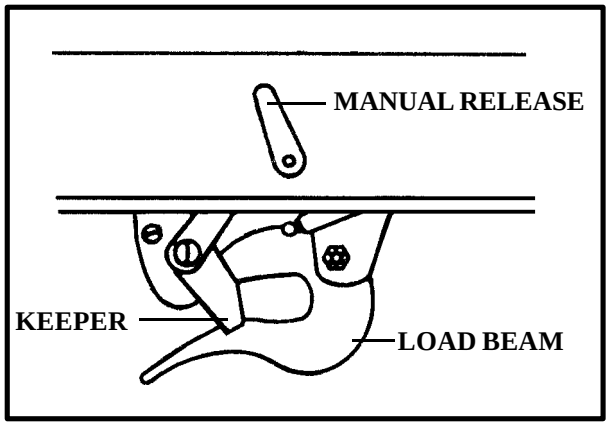
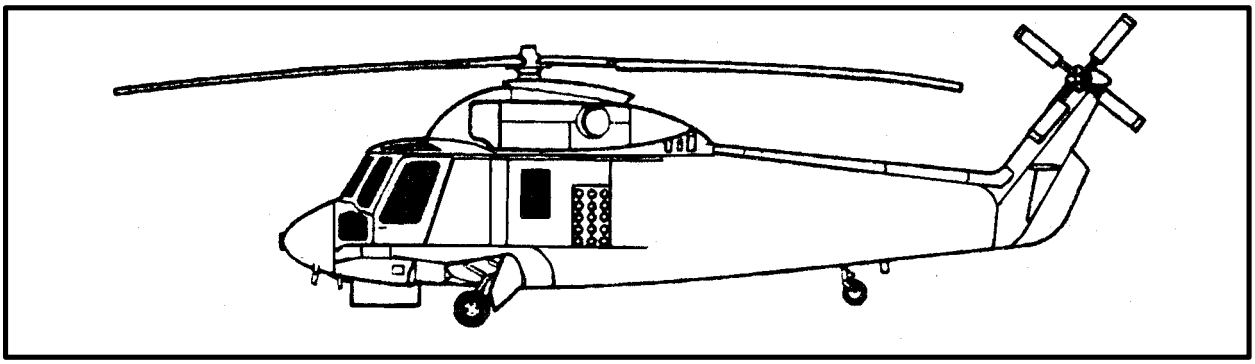

*Figure 2-5. SH-2F Cargo Hook*
*Figure 2-4. SH-2F Sea Sprite*
**b. SH-2F.** The SH-2F Sea Sprite is a twin engine, single main rotor helicopter (Figure 2-4) manufactured by Kaman Aerospace Corporation. The cargo hook maximum capacity is 4,000 pounds and is mounted under the fuselage aft of the main landing gear (Figure 2-5). The cargo hook has a small throat opening between the load beam and keeper. Some sling equipment is too large to fit on the cargo hook. Coordinate with SH-2 unit to make sure your sling equipment will fit on the cargo hook.The cargo hook is normally opened electrically or manually by the aircrew. A manual release lever is located on the left side of the cargo hook. In an emergency, the ground crew can move the lever aft to open the cargo hook.